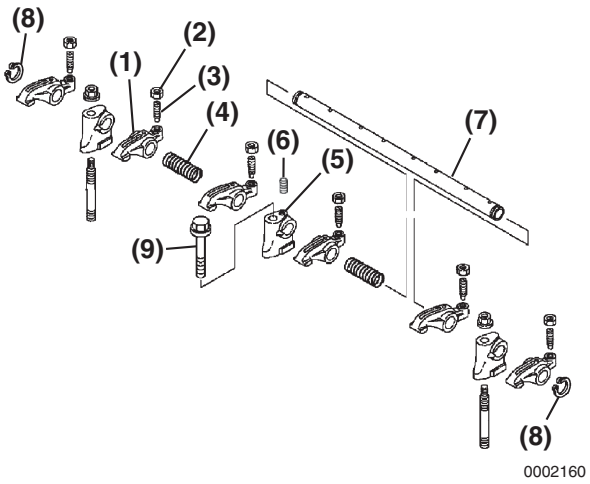

Figure 6-5
1. Remove the rocker arm shaft alignment set screw **(Figure 6-5, (6))** from support **(Figure 6-5, (5))**.
2. Remove two circlips **(Figure 6-5, (8))**.
3. Slide the rocker arm shaft **(Figure 6-5, (7))** out of the rocker arm supports **(Figure 6-5, (5))**, springs **(Figure 6-5, (4)),** and rocker arms **(Figure 6-5, (1))**.
4. Remove the valve adjusting screw **(Figure 6-5, (3))** and lock nut **(Figure 6-5, (2))** from the rocker arms. Mark parts so they can be reinstalled on the same rocker arm.